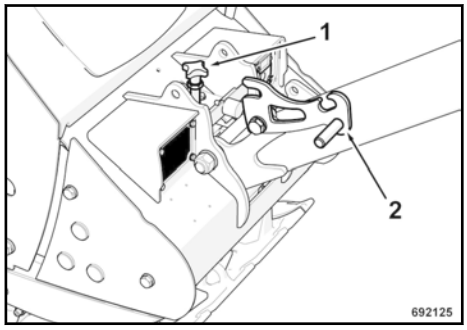

Fig. 15
Pull the locking pawl lever (2) ↳ Fig. 15 and lower the steering rod, so that it can swing freely.